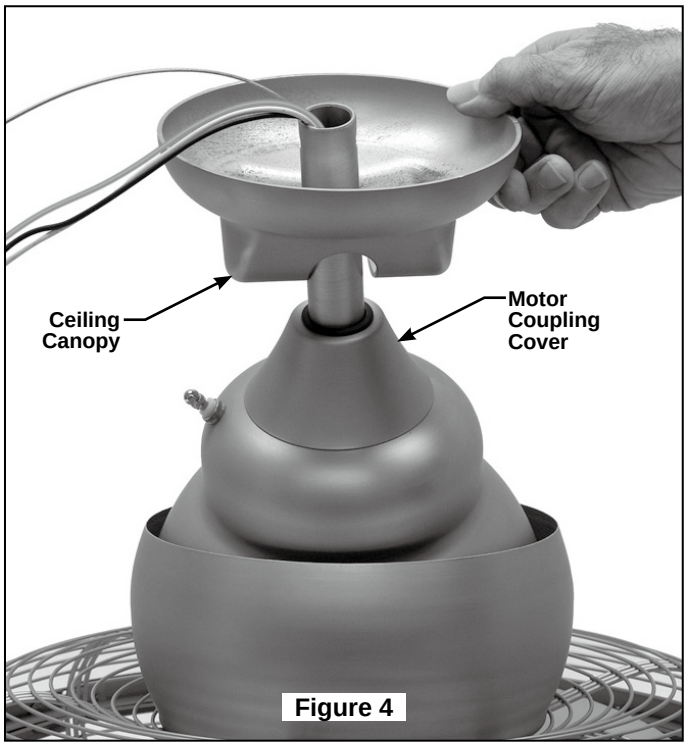

Figure 4
6. Slide the motor coupling cover down until it touches the top of the motor and assemble ceiling canopy as shown. (Figure 4)